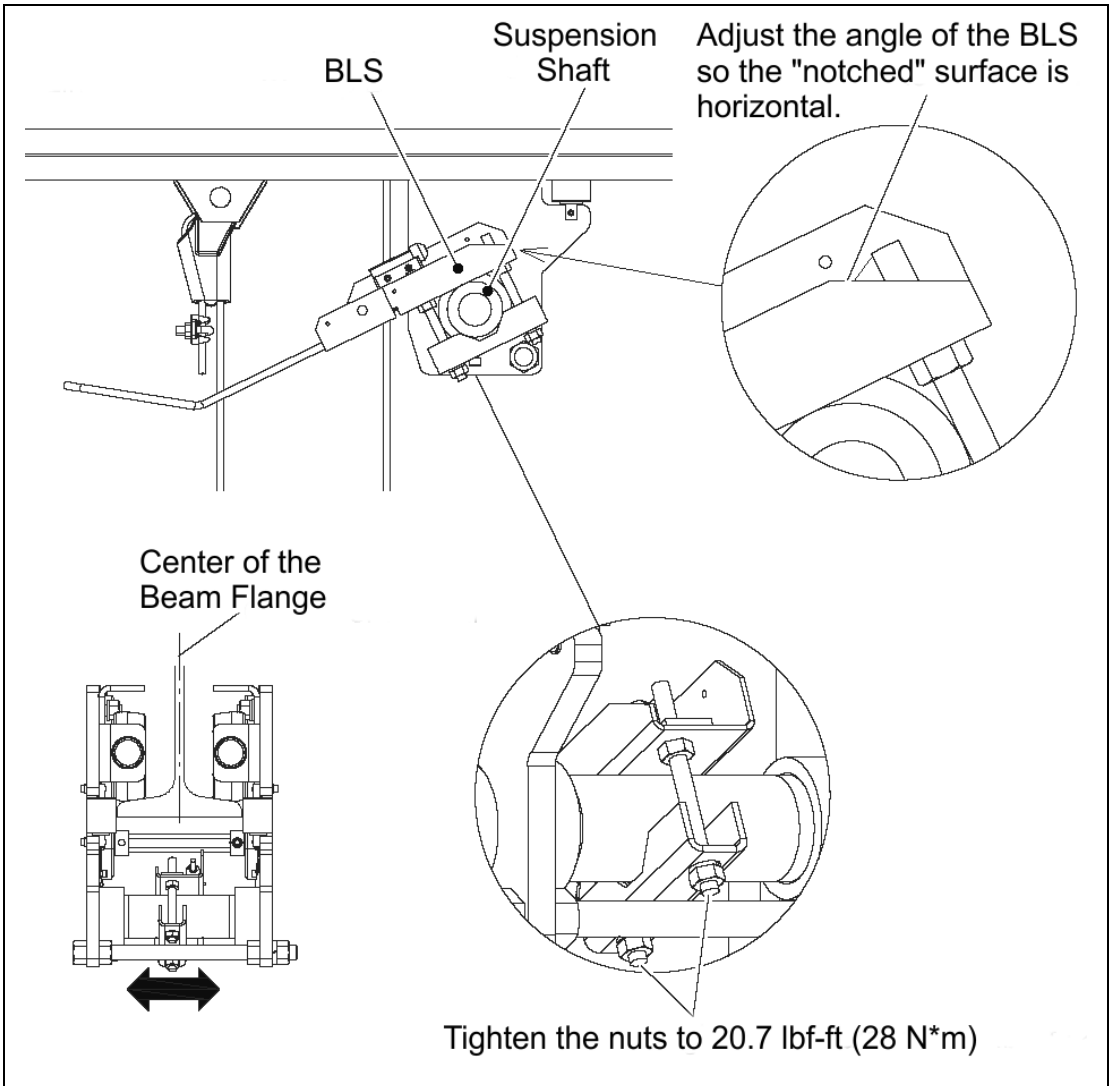

Figure 3-10 Aligning BLS with beam center
2) Adjust the position of the BLS to the center of the beam flange or the position where the center of the Hook Block and the BLS can make contact, then set the angle of the lever to the position where the “notch” in the BLS frame is horizontal (parallel to the beam flange) as shown in **Figure 3-10**.